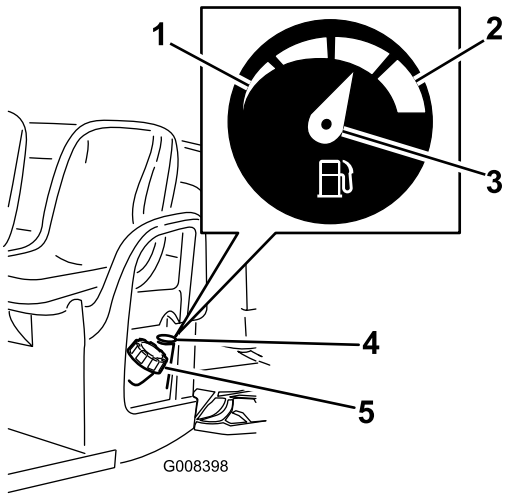

Figur 19
2. Rengör området runt tanklocket (Figur 19).